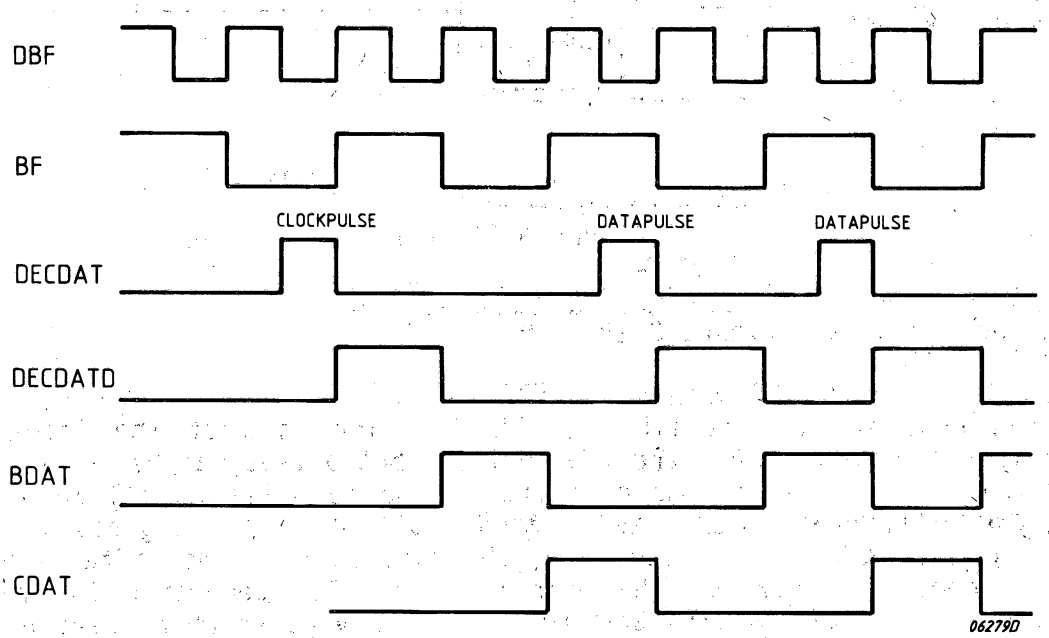

Figure 3.16 DECODING AND PULSE SHAPING OF THE READ SIGNAL
3.2.5.2.1 DECODING AND PULSE SHAPING OF THE READ SIGNAL (SEE FIG. 3.16 AND 4.6)
The PLL is designed in such a way that the nominal using edge of DECDAT (buffered RDC) is in the middle of two rising edges of DBF (called data window). See figure 3.16.